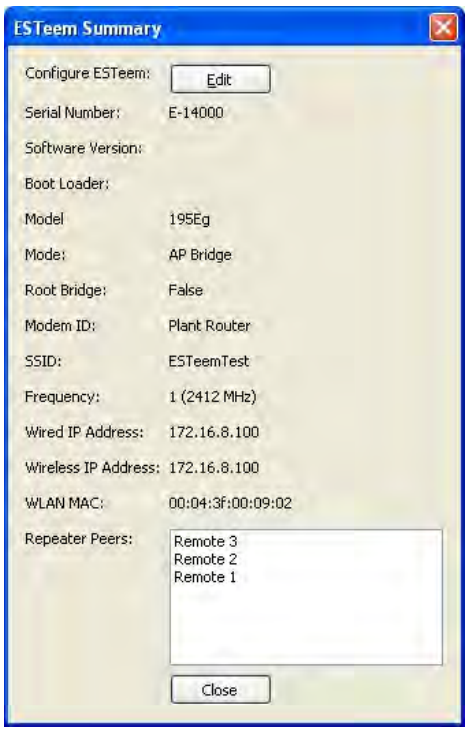

Figure 20: ESTeem Summary Page
3. By default, the ENC Utility sets all ESTeem modems in AP Bridge mode. To change the Plant Router ESTeem to AP Router mode, double-click on the icon to bring up the ESTeem Summary window and press the Edit button (Figure 20).
3. By default, the ENC Utility sets all station mode ESTeem modems to EtherStation mode. The only adjustment necessary to the EtherStation modem in our example is to enter the connected Ethernet device's MAC address. The ESTeem Horizon will "clone" the Ethernet MAC address of the connected Ethernet device. To configure the EtherStation modem, double-click on the icon to bring up the ESTeem Summary window and press the Edit button (Figure 20).
6. To configure the two other modems, double-click on their icons to bring up the ESTeem Summary window and press the Edit button (Figure 20).